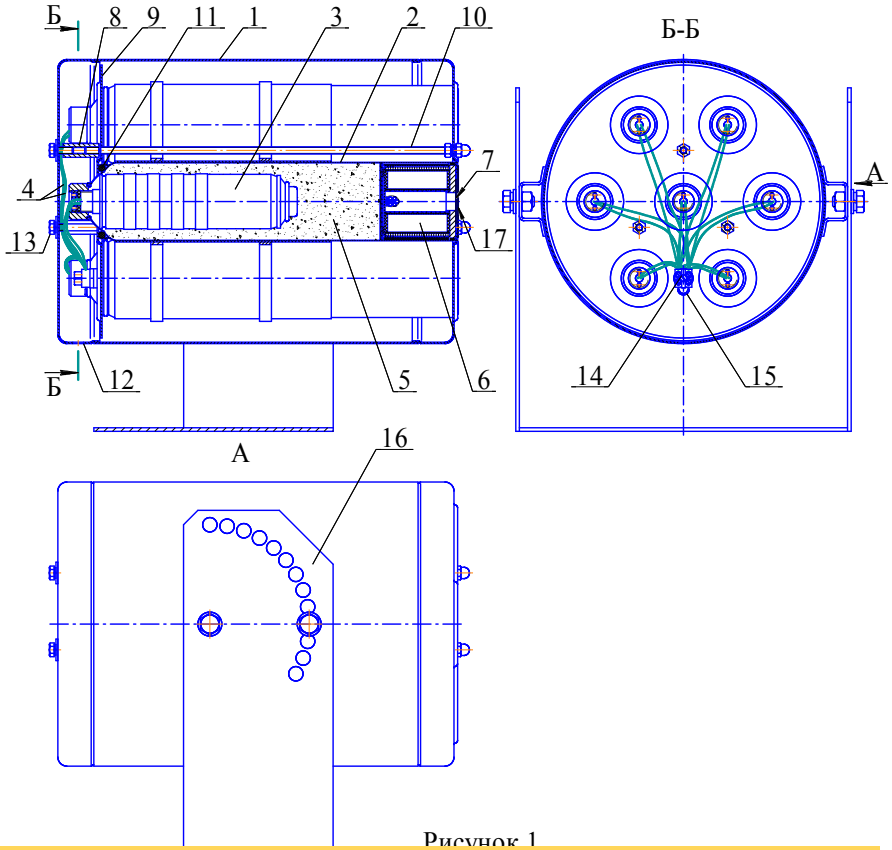

Рисунок 1
4.1.1 ГГПТ (см. рисунок 1) состоит из корпуса **1**, в котором размещены семь сменных картриджей **2**, содержащих газогенерирующий элемент **3** с элементом электропусковым **4**. Свободный объем корпуса картриджей **2** заполнен таблетками охладителя **5**. Для очистки огнетушащего газового вещества от механических примесей в каждом картридже установлен фильтр-сепаратор **6**. Выходное отверстие фильтра-сепаратора заглушено самоклеющейся пленкой ПВХ **7**. В верхней части корпуса **1** картриджи при помощи гаек **8** поджаты крышкой **9**. Соединение корпуса **1** с крышкой **9** производится шпильками **10**. Для компенсации воздействия вибрации между картриджами **2** и крышкой **9** установлены резиновые кольца **11.** Сверху ГГПТ закрыт крышкой **12**, которая закреплена болтами **13**, соединенными с гайками **8**. Оголенные концы проводов элементов электропусковых **4**, скрученных по одному проводу от каждого картриджа в две группы и залужённых после скрутки, закреплены в соединительной коробке (зажиме контактном винтовом) **14**. Выходные клеммы соединительной коробки **14** замкнуты проводом **15**. ГГПТ снабжен кронштейном **16**, обеспечивающим поворот генератора на необходимый угол при креплении его к потолку, стене, горизонтальной
- извлечь ГГПТ из кронштейна **16** (см. рисунок 1), снять с ГГПТ крышку **12**, отсоединить пусковой кабель и перенести генератор в комнату сборки;
6.1 Извлечь ГГПТ из упаковки, произвести визуальный осмотр целостности корпуса. Снять крышку **12** (см. рисунок 1), открутив болты **13**. Проверить качество крепления оголенных концов проводов элементов электропусковых **4** в соединительной коробке **14**.
6.2 Закрепить кронштейн **16** (см. рисунок 1) на потолке, стене или иной несущей поверхности, расположенной под любым углом относительно поверхности пола. Координаты отверстий в кронштейне, предназначенном для крепления ГГПТ, приведены на рисунке 2.